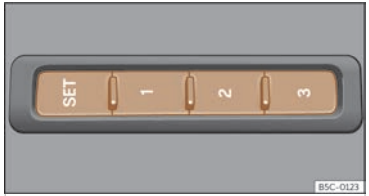

Fig. 103 On the outer side of the driver's seat: memory buttons.
- Press SET for longer than 1 second >>> **Fig. 103**.